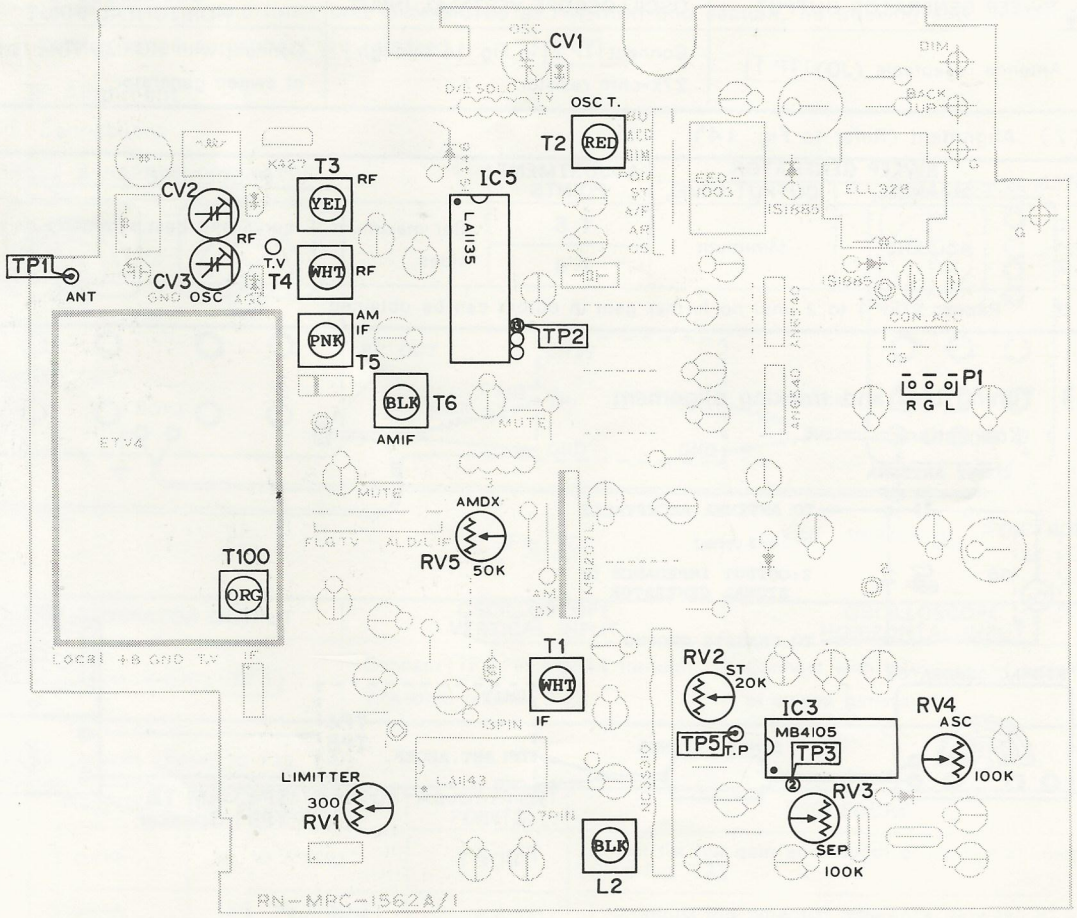

Fig. 14
(2) Alignment (Refer to Fig. 14)
(2) Alignment (Refer to Fig. 14) VTVM2 ·····No used
(1) Connections a. Stereo signal generator·····Connect the TP 1
(1) Connections Same as separation alignment
(1) Connections a. Frequency counter·····Connect the TP 5
(2) Aligement (Refer to Fig. 14)